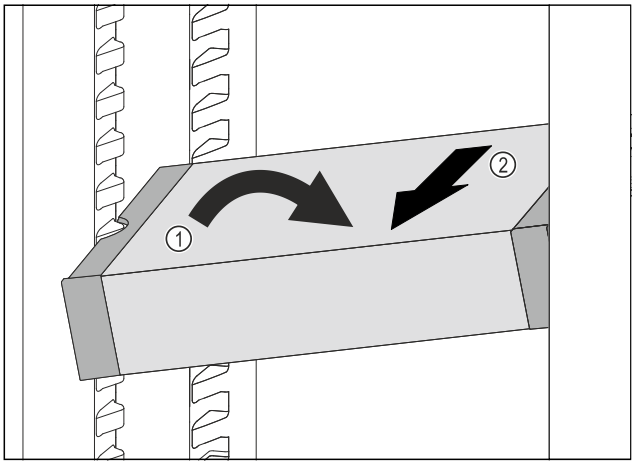

Fig. 160
▶ VarioSafe in het koelgedeelte schuin zetten. *Fig. 160 (1)*
▶ VarioSafe naar voren toe verwijderen. *Fig. 160 (2)*